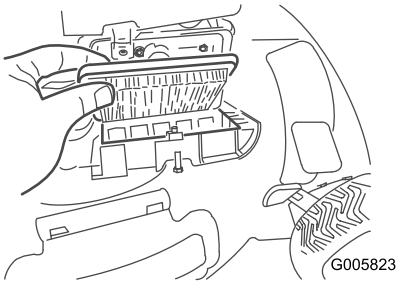

Figuur 33
3. Vervang het luchtfilter (Figuur 33).